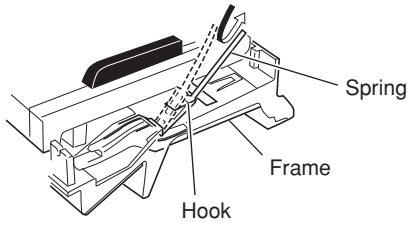

Fig.23
1. Place the keyboard assembly right side up. Fix key springs on the frame by setting one at each slit and pushing down once on each key spring. (Fig.23)